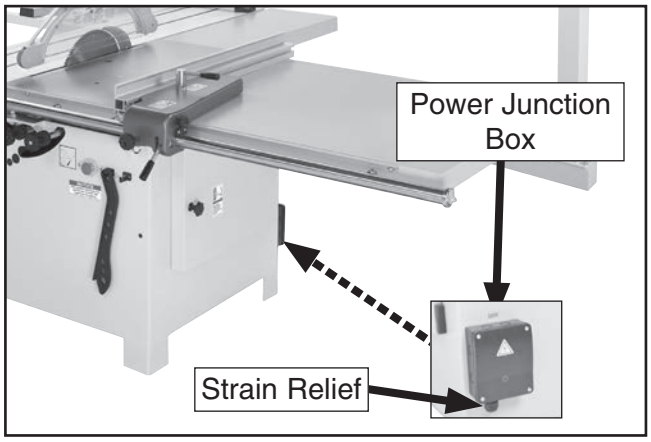

Figure 67. Location of junction box.
1. Remove power junction box cover (see **Figure 67**).